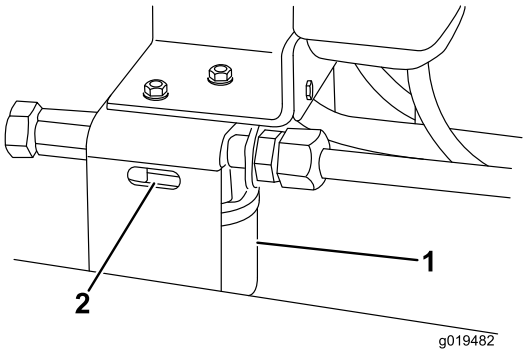

Bild 75
2. Reinigen Sie den Bereich um die Filterkontaktfläche. Stellen Sie eine Auffangwanne unter den Filter und nehmen Sie den Filter ab (Bild 75).